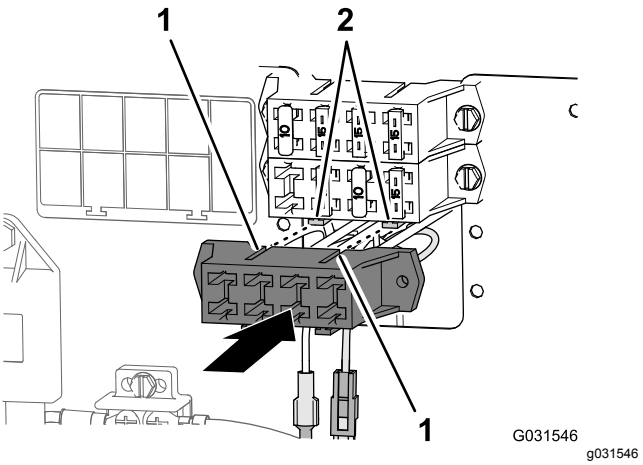

Figur 205
3. Juster hullerne i den ekstra sikringsblok efter monteringsflangerne på maskinens sikringsblok (Figur 205).